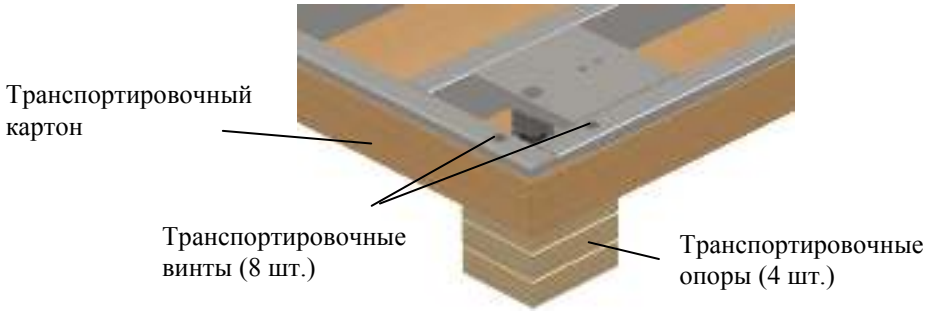

Рис. 4.2 - Распаковка модуля
4.2.2 Вывинтите транспортировочные винты (8 шт.) в четырёх углах рамы и удалите транспортировочные опоры и картон (Рис. 4.2).